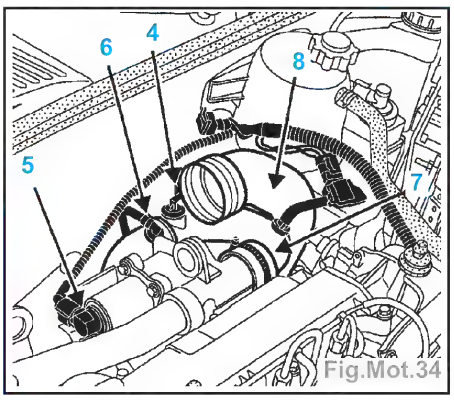
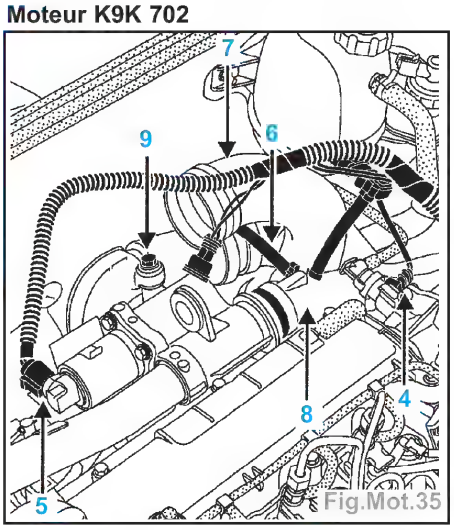

Fig.Mot.34
Fig.Mot.35
- Déposer le boîtier du filtre à air (3).
- la sonde de température d'air aval (4) (Fig.Mot.34) ou (Fig.Mot.35),
- l'électrovanne EGR (5),
- le tuyau caoutchouc de la soupape régulatrice de pression de suralimentation (6) sur le conduit d'air.
- Déposer les conduits d'air (7) et (8).